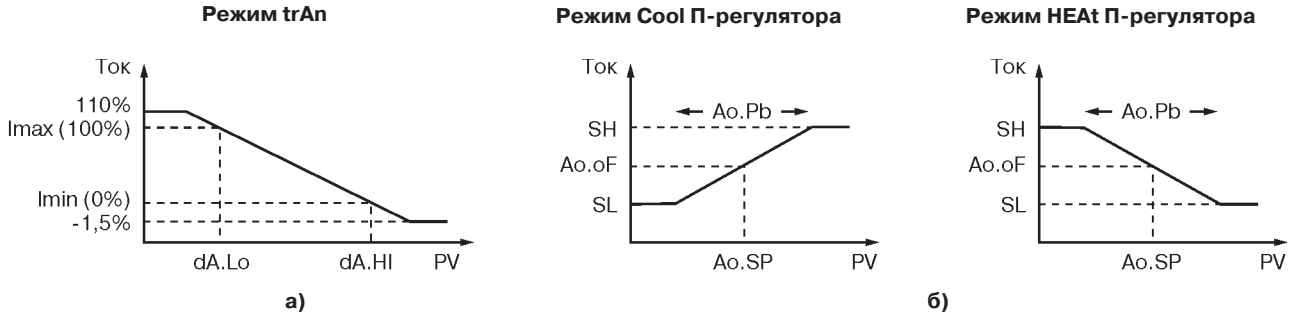

Рис.3. Характеристики токового выхода.
Для выхода сигнализации при наличии релейных или оптосимисторных выходов доступен режим таймера (см.рис.3).
- ретранслятора измеряемой величины (рис.3а);
- пропорционального (П-) регулятора (рис.3б).